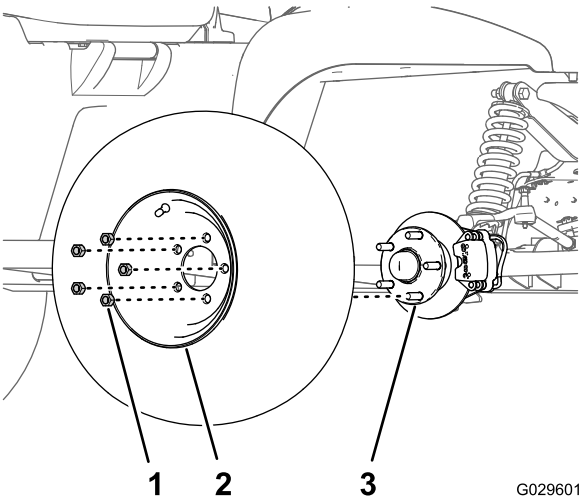

Figura 30
2. Togliete i 5 dadi a staffa che fissano la ruota al mozzo (Figura 30).
4. Allineate i fori sulla ruota ai prigionieri del mozzo e montate la ruota sul mozzo con lo stelo della valvola rivolto all'esterno (Figura 30).
5. Fissate la ruota al mozzo con i dadi a staffa (Figura 30) e serrate i dadi a una coppia di 108–122 N·cm.